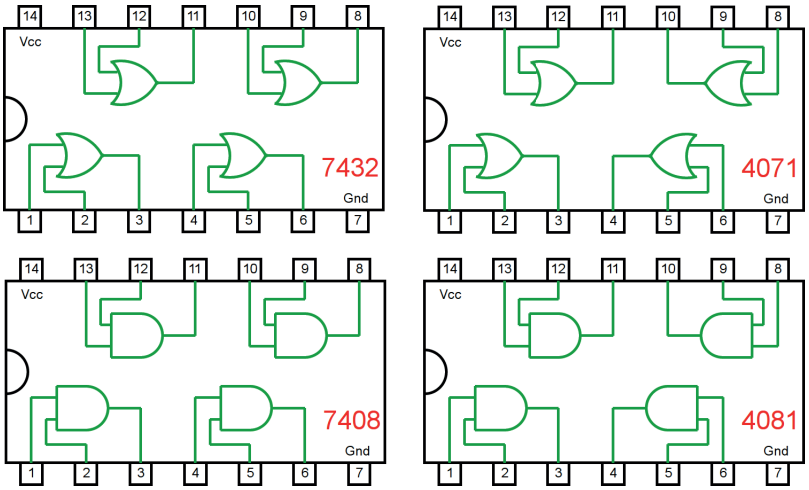

Figura 4.26 – Circuitos integrados TTL e CMOS.
a) Coloque os circuitos integrados (TTL e/ou CMOS da figura 4.26) nas posições indicadas.
d) Conecte os fios verdes. Os fios verdes estão conectados ao terra e portanto fornecendo valor lógico (0) às entradas de todas as portas do CI.